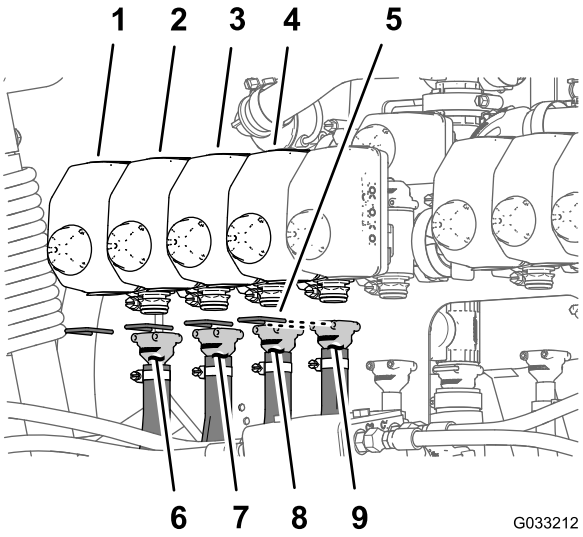
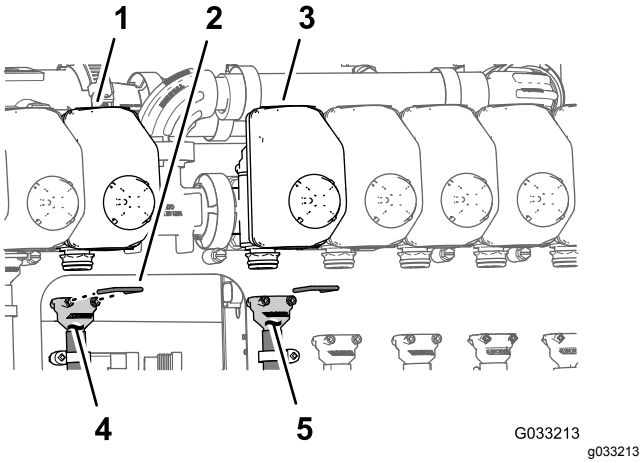
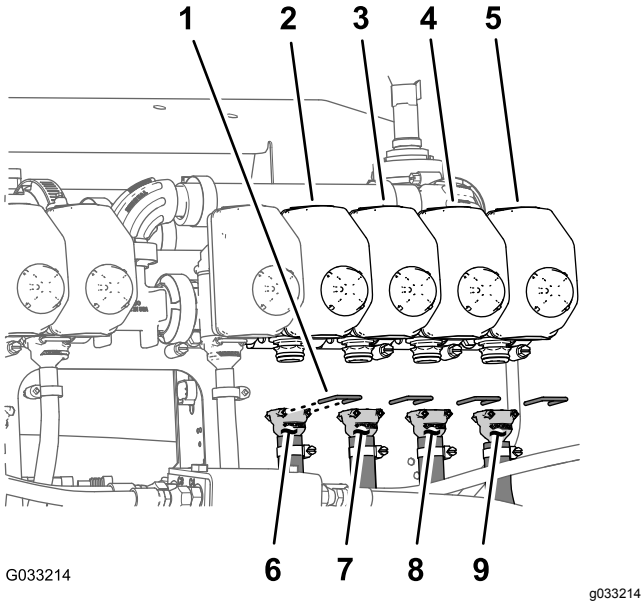

Figur 138
Figur 139
Figur 140
Merk: Se Figur 138 i Montere slangene til dyseventil 1 til og med 4 (side 64), Figur 139 i Montere slangene til dyseventil 5 og 6 (side 64) og Figur 140 i Montere slangene til dyseventil 7 til 10 (side 65) for dyseventilstillinger.
1. Monter den rette koblingen med mothaker på en forsyningsslange på 279 cm på koblingen på dyseventil 1 (Figur 138).
2. Fest koblingen med mothaker til koblingen med en holder (Figur 138).
3. Monter den rette koblingen med mothaker på en forsyningsslange på 234 cm på koblingen på dyseventil 2 (Figur 138).
4. Fest koblingen med mothaker til koblingen med en holder (Figur 138).
5. Monter den rette koblingen med mothaker på en forsyningsslange på 188 cm på koblingen på dyseventil 3 (Figur 138).
6. Fest koblingen med mothaker til koblingen med en holder (Figur 138).
7. Monter den rette koblingen med mothaker på en forsyningsslange på 188 cm på koblingen på dyseventil 4 (Figur 138).
8. Fest koblingen med mothaker til koblingen med en holder (Figur 138).
1. Monter den rette koblingen med mothaker på en forsyningsslange på 81 cm på koblingen på dyseventil 5 (Figur 139).
2. Fest koblingen med mothaker til koblingen med en holder (Figur 139).
3. Monter den rette koblingen med mothaker på en forsyningsslange på 81 cm på koblingen på dyseventil 6 (Figur 139).
4. Fest koblingen med mothaker til koblingen med en holder (Figur 139).
1. Monter den rette koblingen med mothaker på en forsyningsslange på 188 cm på koblingen på dyseventil 7 (Figur 140).
2. Fest koblingen med mothaker til koblingen med en holder (Figur 140).
3. Monter den rette koblingen med mothaker på en forsyningsslange på 188 cm på koblingen på dyseventil 8 (Figur 140).
4. Fest koblingen med mothaker til koblingen med en holder (Figur 140).
5. Monter den rette koblingen med mothaker på en forsyningsslange på 234 cm på koblingen på dyseventil 9 (Figur 140).
6. Fest koblingen med mothaker til koblingen med en holder (Figur 140).
7. Monter den rette koblingen med mothaker på en forsyningsslange på 279 cm på koblingen på dyseventil 10 (Figur 140).
8. Fest koblingen med mothaker til koblingen med en holder (Figur 140).